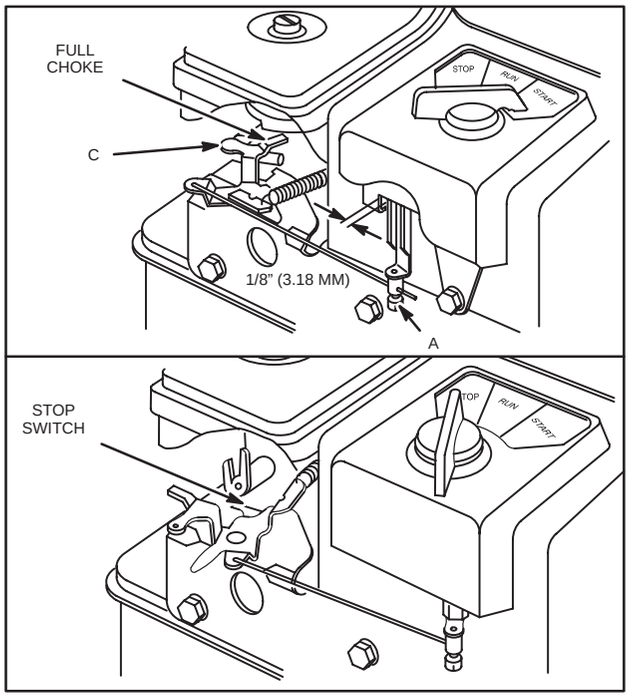

Fig. 357 – CHOKE-A-MATIC® DIAL CONTROL ADJUSTMENTS
2. Loosen control wire screw "A" – move lever "C" to full choke position. Allow a 1/8" (3.18 mm) gap between lever and bracket as shown, Fig. 357.